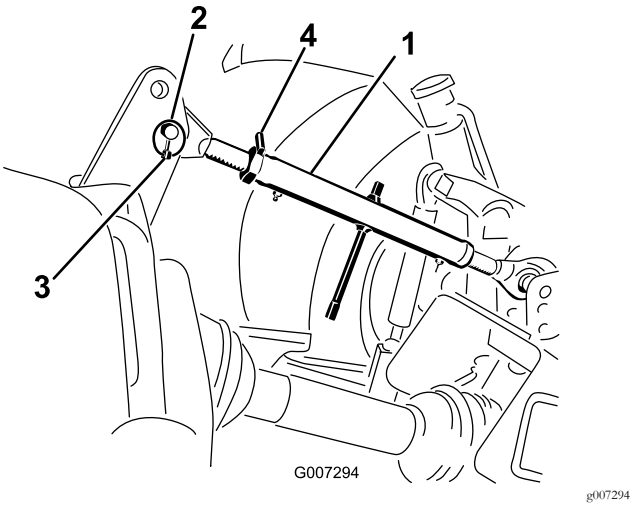

Figuur 8
1. Verbind de bovenste schakel met het onderste gat in de beugel en bevestig met de draaipen en de borgpen (Figuur 8).
3. Draai aan de bovenste schakel om de verbinding vast te zetten. Stel af zodat de voorzijde van het beluchterframe een hoek van 90 graden vormt met de grond (Figuur 8).